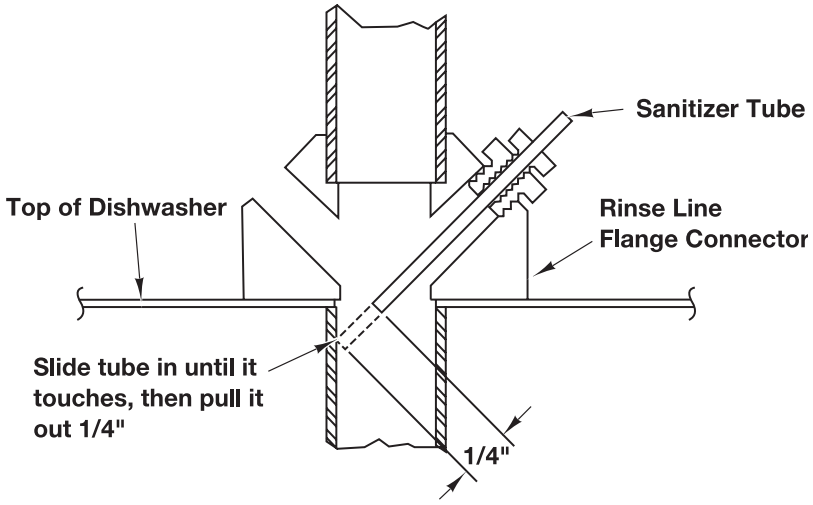

Fig. 30
- Remove the pipe plug (Fig. 30) for installation of the chemical sanitizer tube. To assure an unobstructed flow of sanitizer, locate the sanitizer tube in the center of water flow by drilling the sanitizer tube fitting so that its inside diameter is equal to the outside diameter of the tube. Slide the tube into the flange until it touches the opposite side and then pull it back out ¼ inch (Fig. 30).